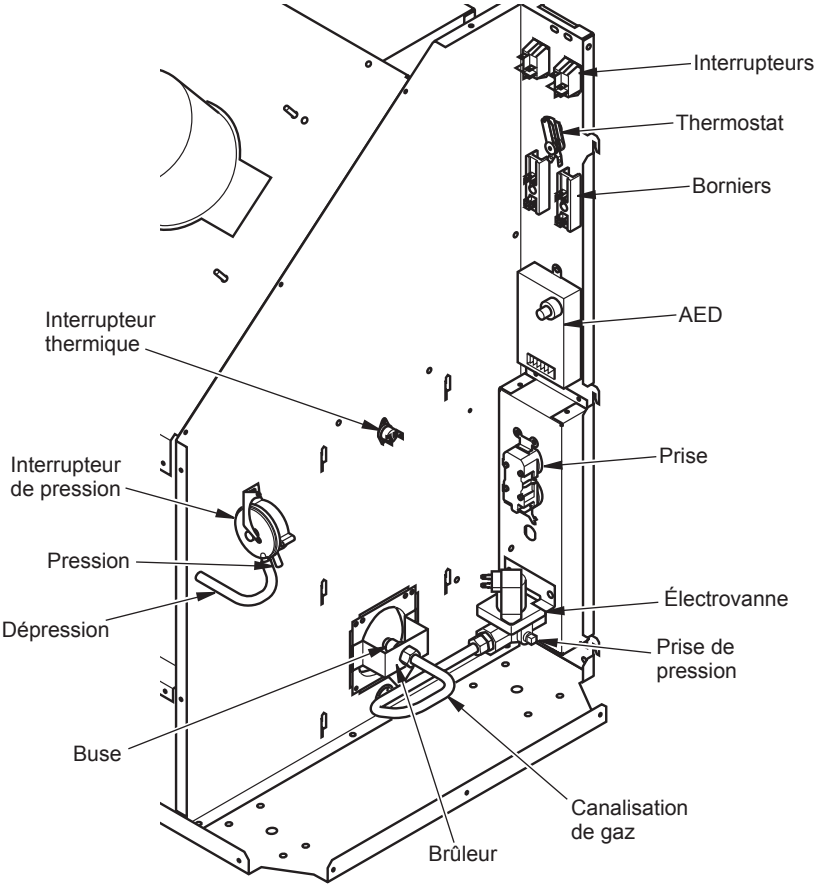

Figure 15 - Pièces de l'appareil de chauffage pour tentes
2. Localisez la prise de pression sur l'électrovanne et enlevez-la (conservez le bouchon pour une autre installation). Voir figure 15, page 17.